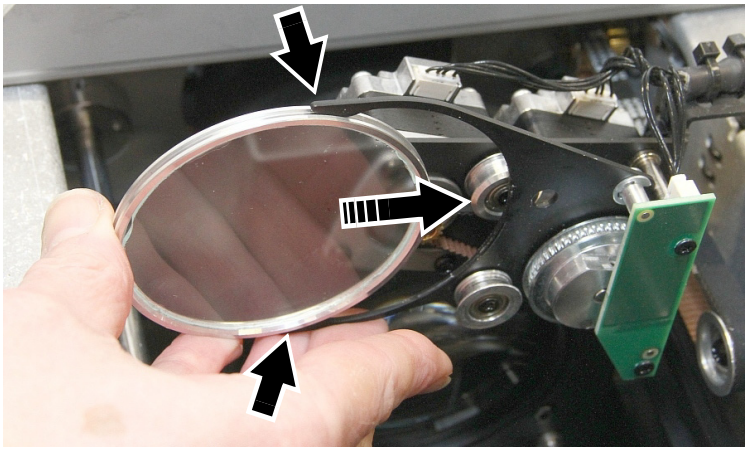

Figure 25 : Installation du filtre de frost
7. Le filtre de frost est collé sur un support métallique. Observez attentivement le support et notez la face sur laquelle est collé le frost. Orientez le filtre de façon à ce que la face sur laquelle il est collé soit *face à l'arrière de la tête*. Voir Figure 25. Glissez le filtre dans les mâchoires (voir repère) et vérifiez qu'il est correctement maintenu.